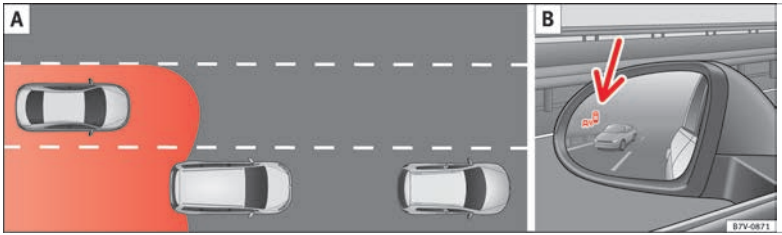
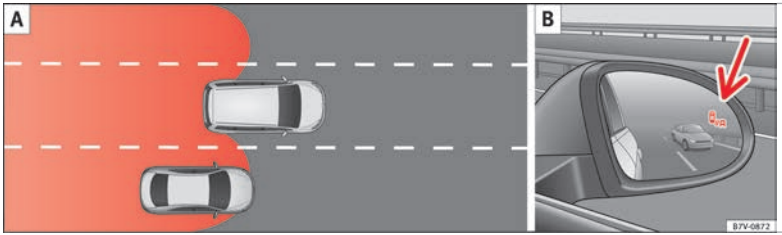

Bild 222 Schematiskt diagram: A Omkörningssituation med trafik bakom bilen. B Indikering från detektering av döda vinklar i den vänstra sidospegeln.
Bild 223 Schematiskt diagram: A Omkörningssituation och byte till höger körfält. B Indikering från detektering av döda vinklar i den högra sidospegeln.
I de följande situationer visas en indikation i den sidospegeln ››› **bild 222** **B** (pil) eller ››› **bild 223** **B** (pil):
- När bilen blir omkörd av ett annat fordon ››› **bild 222** **A**.
- När bilen kör om ett annat fordon ››› **bild 223** **A** med hastighetsskillnad på cirka 10 km/h. Om bilen kör om med en betydligt högre fart så visas ingen indikation.